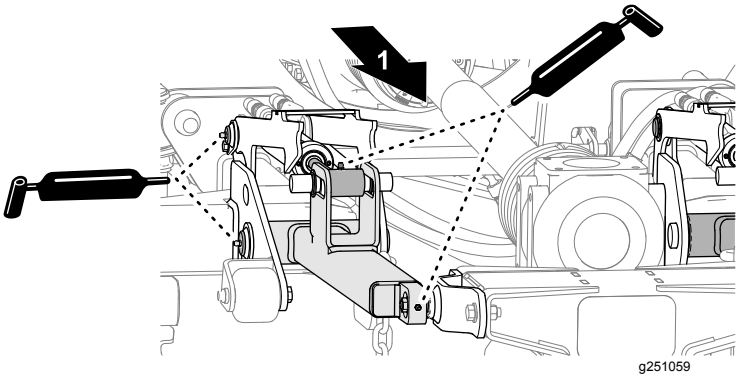

Rysunek 53
- Nałóż smar na ramiona podnoszące, siłowniki hydrauliczne i amortyzatory środkowego podwozia tnącego (Rysunek 53).
Nałóż wskazany smar do smarowniczek na 3 wrzecionach każdego podwozia tnącego (Rysunek 53).